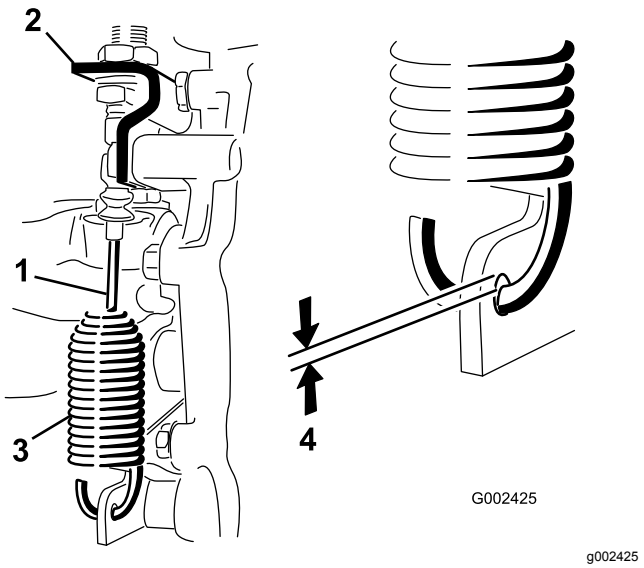

Figur 49
2. Løsne på låsemutterne som fester differensialsperrekabelen til braketten på transakselen (Figur 49).